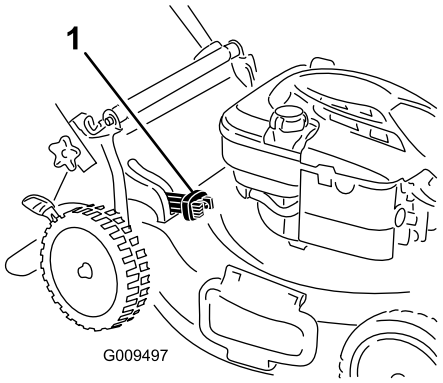

Figuur 16
- Als u het gras en de bladeren wilt opvangen, druk dan op de knop van de grasvangerhendel en beweeg deze naar voren tot de knop op de hendel naar boven klikt (Figuur 16).